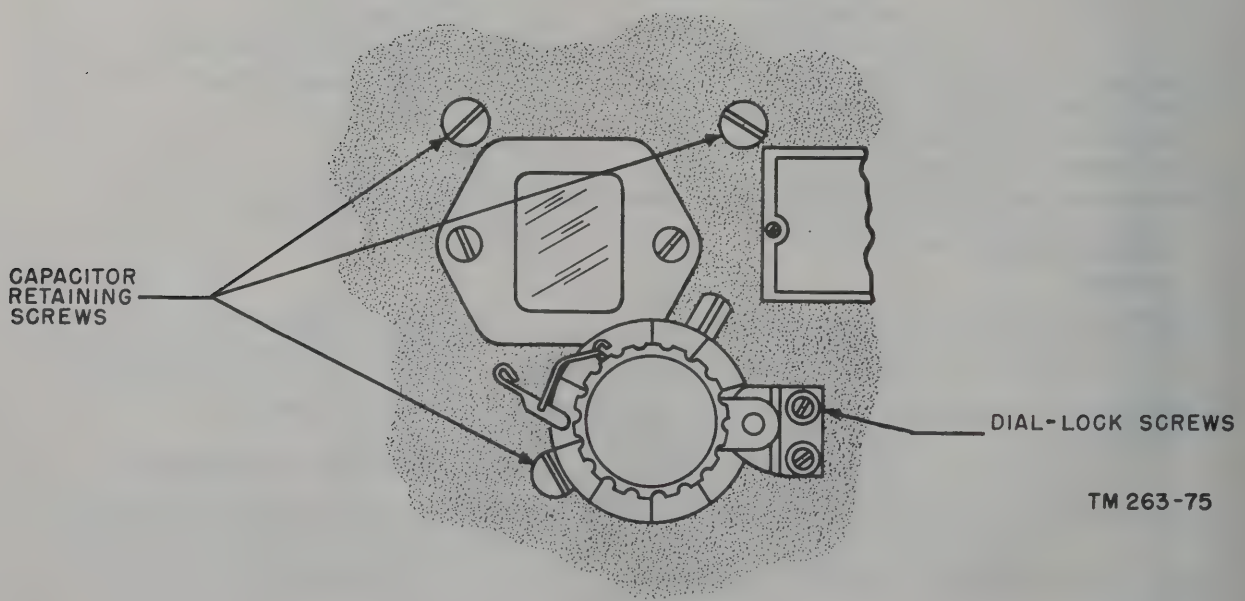

Figure 117. Transmitter capacitor and dial retaining screws.
a. Mesh C101 (0 setting on dial). Remove the dial-lock screws and dial knob (fig. 117) from the main tuning capacitor shaft on the front panel of the transmitter. On some transmitter models, the dial knob is held to the shaft by a small setscrew which can be loosened with the larger Bristo wrench No. 6 contained in Box BX–53.
e. Following this step, remove the three capacitor retaining screws on the front panel of the transmitter seen in figure 117.